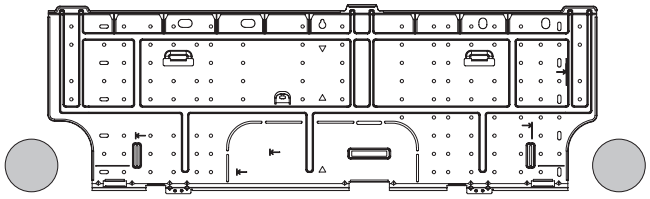

Afb. 3-10
(1) Bevestig het achterpaneel aan de wand met de 8 meegeleverde schroeven. (Afb. 3-10)